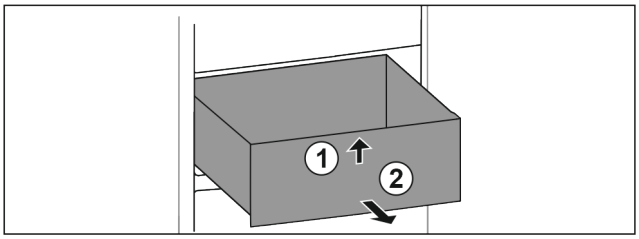

Fig. 131
▶ Lift up drawer at the front. *Fig. 131 (1)*
▶ Remove drawer to the front. *Fig. 131 (2)*